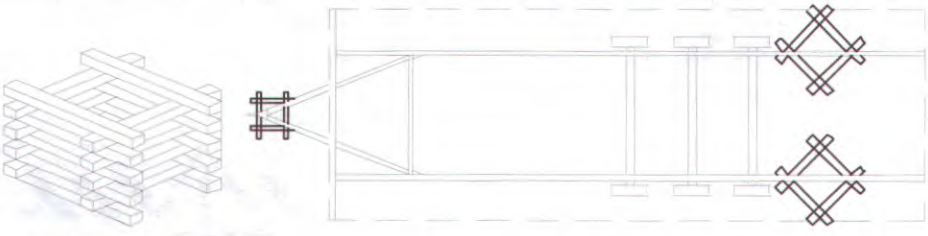

Figure 17. *Stack 4" x 6" by 5' long timbers as shown to form safety timbers. Place safety timbers under home behind axle area and under hitch.*
Utilize proper cribbing. Manufactured homes weigh several tons. No one should be under the home (whether it is moving or stationary) unless proper cribbing is in place (**Figure 17**). Failure to utilize proper cribbing may result in serious injury or death.
- Make sure adequate safety cribbing (**Figure 17**) is in place whenever the home is placed on jacks.
2. **Install cribbing**. Install safety cribbing (**Figure 17**).